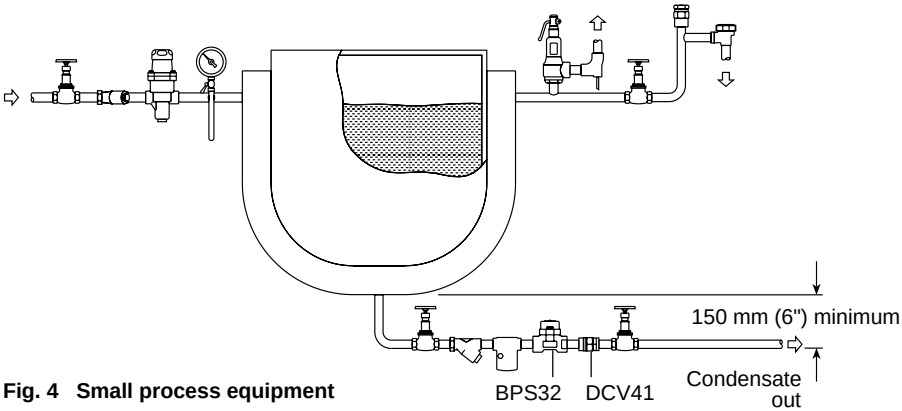

Fig. 4 Small process equipment
3.4 The trap is designed for installation in any position, horizontal or vertical, preferably with a drop leg immediately preceding the trap - typically 150 mm (6") see Figure 4.
3.5 Always fit a non-return (check) valve downstream of any steam traps which discharge into condensate return lines where backpressure is experienced. This is most commonly caused by a rising condensate line. The check valve will prevent the steam space flooding when the inlet pressure is reduced or the steam is shut off. Use a suitable valve such as the Spirax Sarco DCV41, see Figure 4.